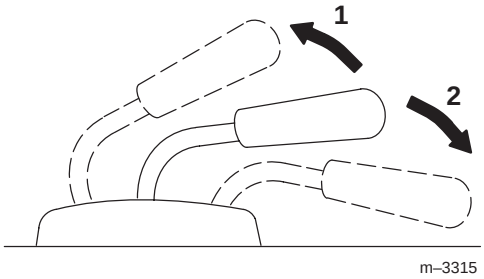

Bild 21
2. Ziehen Sie am Gerätehubhebel, um Geräte anzuheben (Bild 21). In dieser Stellung wird das Gerät in die obere Stellung gehoben und dort gehalten.
2. Drücken Sie den Gerätehubhebel nach unten, um Geräte abzusenken (Bild 21).